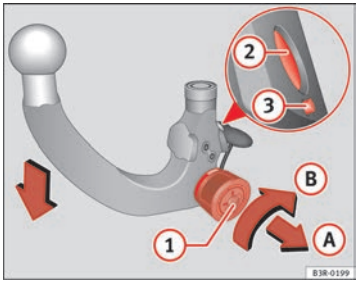

Fig. 155 Removable towing bracket: Setting the spring mechanism to the 'ready' position
– Insert the key (1) ⇒ page 203, fig. 155 in the lock on the knob and turn it towards the red marking.
– Pull out the knob in direction (A), hold and turn in direction (B) until the locking pin (2) engages and the release pin (3) moves out visibly ⇒ ⚠.